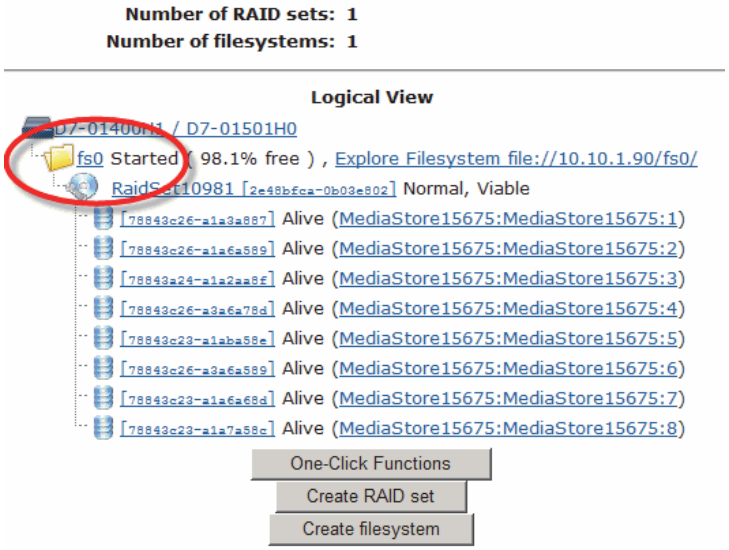

Figure 3–8: Opening the File System Utilities Page
2. Click on the name of the MediaDeck you wish to power down. The **Disk Utilities** page for that MediaDeck appears. There are two columns displayed, the **Physical View** and **Logical View**. At the top of the **Logical View** column, there is a link to the file system, as shown in *Figure 3–8*.
3. Click on the link to the file system (**fs0**) to open the **Filesystem Utilities** page (see *Figure 3–9*).